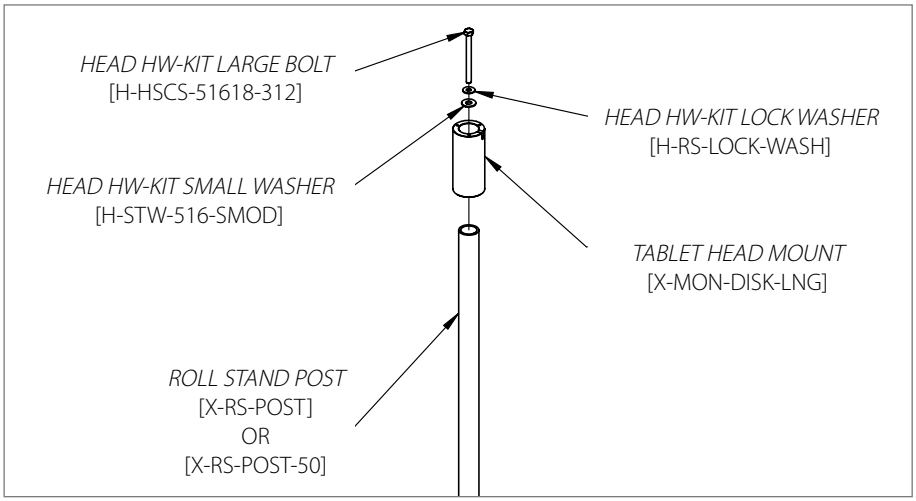

Figure 1
1. Using a 1/2" (1.27 cm) Socket wrench with 6" (15.24 cm) extension and *GOOSENECK* to *ROLL STAND POST ADAPTER* (HEAD-HW KIT), insert the *HEAD HW-KIT LARGE BOLT* through the *HEAD-HW KIT LOCK WASHER*, then through the *HEAD-HW KIT SMALL WASHER*. Then, insert the bolt and washers into the top of the *TABLET HEAD MOUNT*, down into the *ROLL STAND POST.* **(Figure 1)**